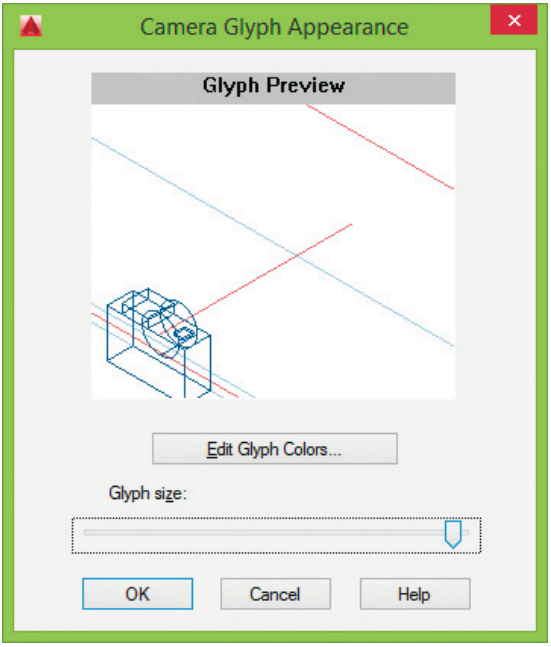

Рис. 3.21. Диалоговое окно настройки обозначений камер
- Кнопка **Cameras Glyph Settings...** загружает диалоговое окно **Camera Glyph Appearance** (рис. 3.21), определяющее внешний вид обозначения камеры: